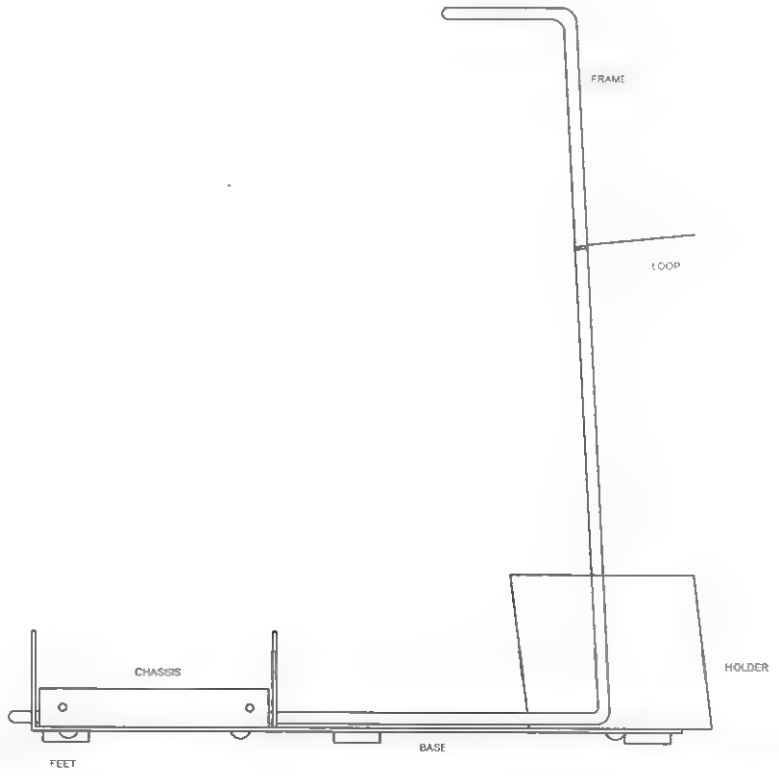

Figure 39-7 *Side view of assembly*
10. Finish the assembly, as shown in Figures 39-7 and 39-8.